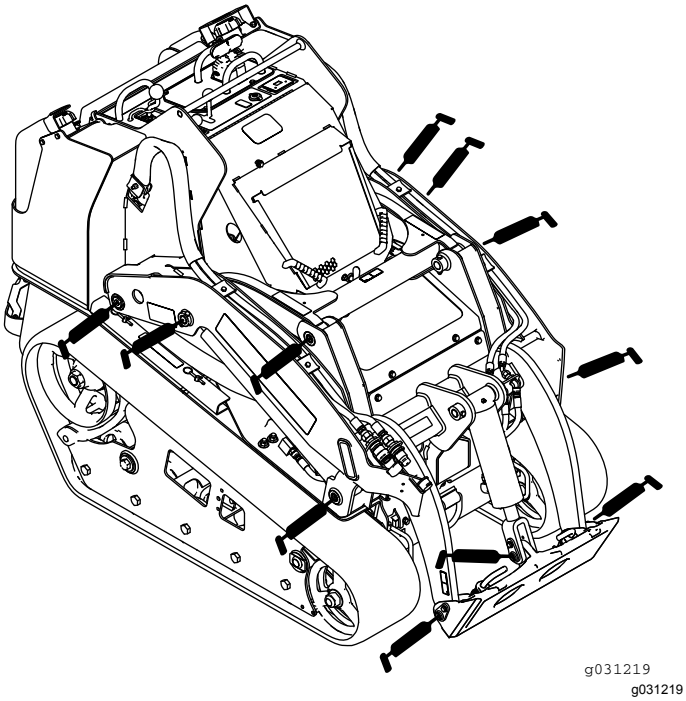
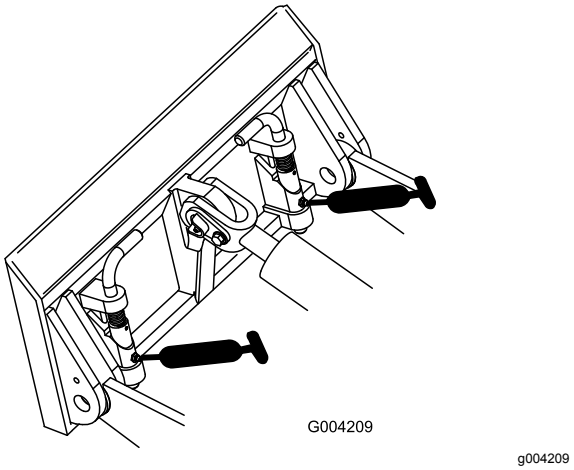
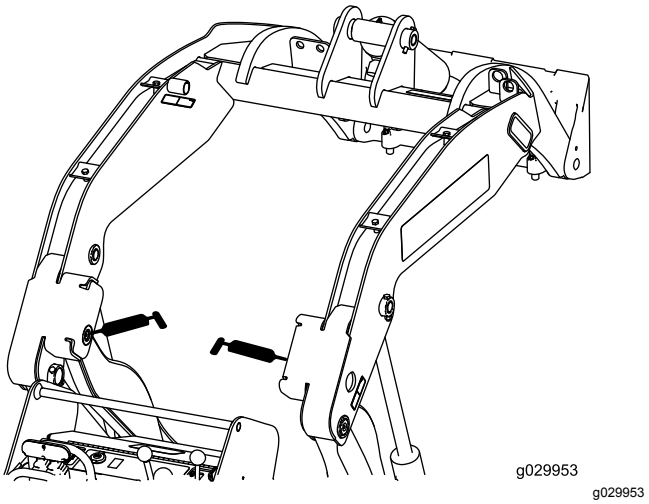

**Rysunek 40**
**Rysunek 41**
**Rysunek 42**
4. Podłącz smarownicę do każdej ze smarowniczek (Rysunek 40, Rysunek 41 i Rysunek 42).
**Informacja:** Przed wtłoczeniem smaru w smarowniczki pokazane na Rysunek 42 unieś ramiona ładowarki.